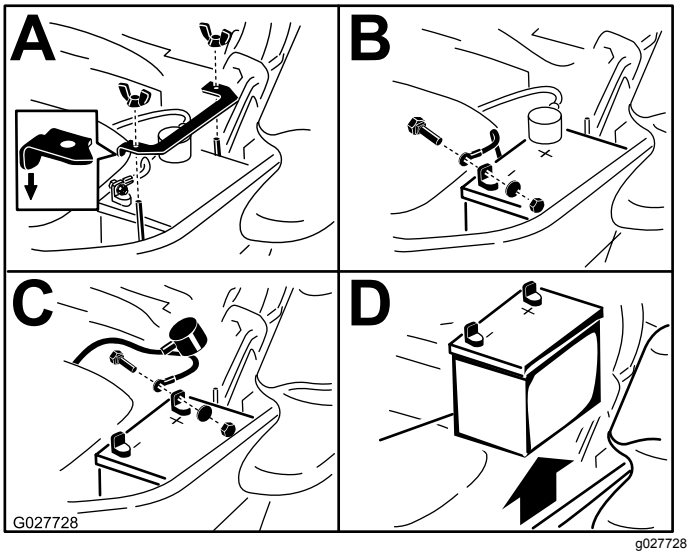

Figuur 70
3. Verwijder de accu zoals getoond in Figuur 70.
Opmerking: Plaats de accu in een bak met de accupolen van de hydraulische tank weg (Figuur 70).